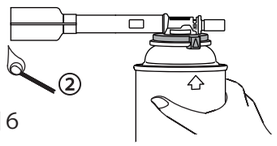

図６
②ガスが出ていることを確認しマッチやライターで点火します。※図６